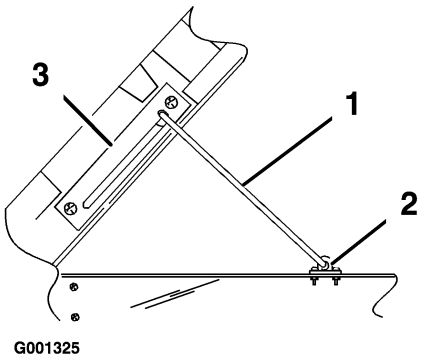

**Figure 10**
14. Remove the screws and clip securing the prop rod to the frame rail (Figure 10).
15. Remove the screws securing the prop rod bracket to the underside of the box. Remove the retainer securing the rod to the bracket and remove the rod (Figure 10). Retain the prop rod components for future use.